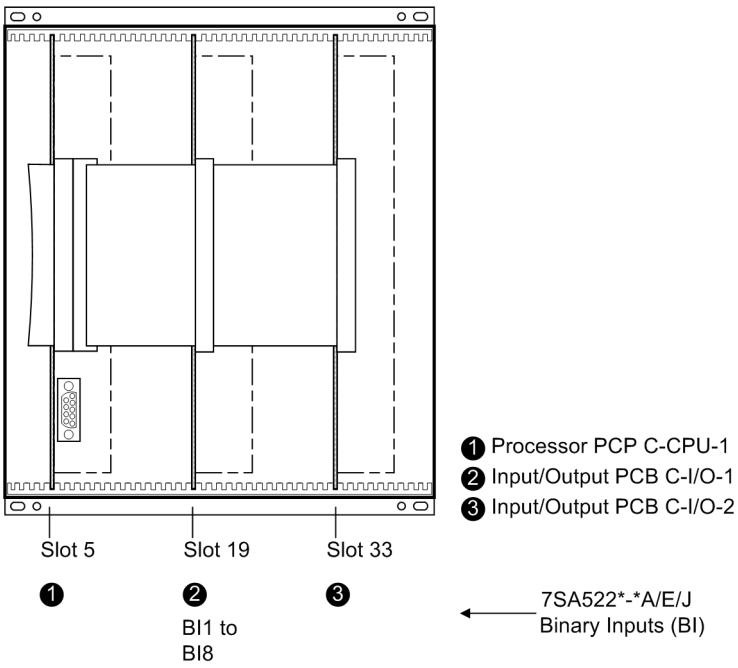
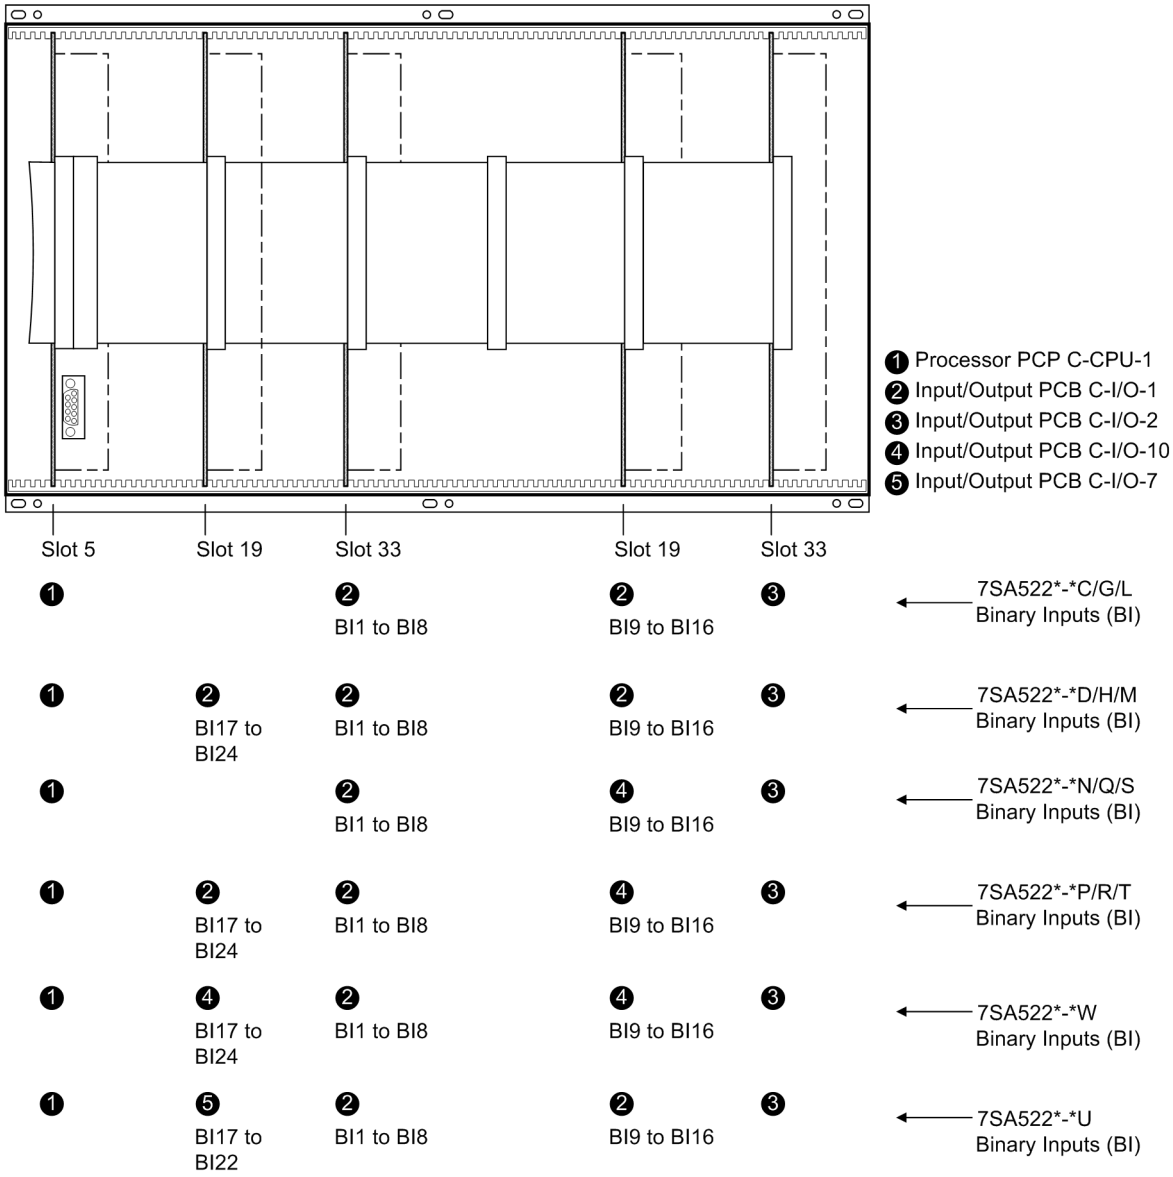

Figure 3-3 Front view with housing size $^1/_2$ after removal of the front cover (simplified and scaled down)
Figure 3-4 Front view with housing size $^1/_1$ after removal of the front cover (simplified and scaled down)
The order of the boards for housing size $^1/_2$ is shown in Figure 3-3 and that for housing size $^1/_1$ in Figure 3-4.
- Disconnect the plug connector of the ribbon cable between the front cover and the processor board C-CPU-1 (No. 1 in Figure 3-3) at the front cover side. Press the top latch of the plug connector up and the bottom latch down so that the plug connector of the ribbon cable is pressed out.
- Disconnect the ribbon cables between the processor board C-CPU-1 (No. 1 in Figure 3-4) and the input/output board I/O (according to order variant No. 2 to No. 5 in Figure 3-4).
- On the input/output board C-I/O-1 (No. 2 in Figure 3-3, slot 19) for housing size $^1/_2$,
- On the input/output board C-I/O-1 (No. 2 in Figure 3-4, slot 33 left) for housing size $^1/_1$,
- In versions 7SA522*-***D/H/M** (housing size $^1/_1$ with 32 binary outputs) this is valid for the binary outputs BO16 and BO24 (Figure 3-4, slot 19 left and right);
- In versions 7SA522*-***C**/**G**/**L** (housing size $^1/_1$ with 24 binary outputs) this is valid for the binary output BO16 (Figure 3-4, slot 19 right);
- In versions 7SA522*-***P**/**R**/**T** (housing size $^1/_1$ with 32 binary outputs and command acceleration) this is valid for the binary output BO24 (Figure 3-4, slot 19 left);
- In version 7SA522*-***U** (housing size $^1/_1$ with 44 binary outputs and command acceleration) this is valid for the binary output BO16 (Figure 3-4, slot 19 right);
with housing size $^1/_1$: No. 3 in Figure 3-4, slot 33 right.